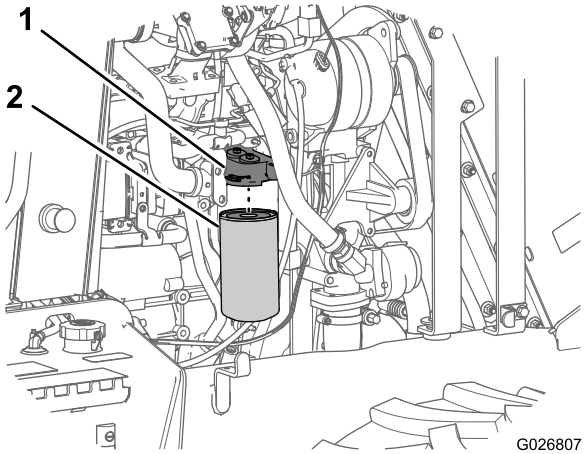

Bild 65
2. Stellen Sie eine Auffangwanne unter den Ölfilter (Bild 65).
3. Drehen Sie den Ölfilter nach links und nehmen Sie ihn ab (Bild 65).
7. Fluchten Sie den neuen Ölfilter mit dem Ölfilterkopf aus und drehen Sie den Filter nach rechts, bis die Dichtung des Ölfilters den Ölfilterkopf berührt (Bild 65).
8. Ziehen Sie den Ölfilter um eine weitere 3/4 bis ganze Umdrehung mit der Hand an (Bild 65).